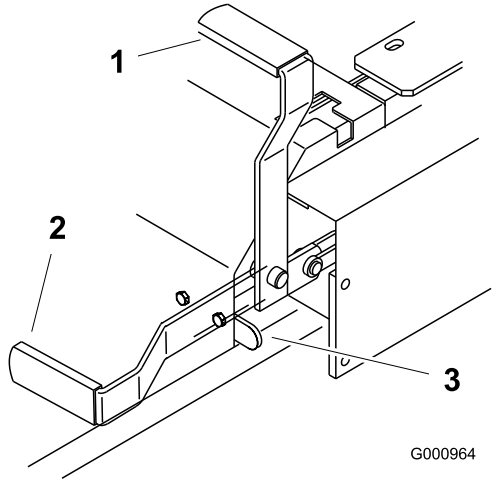

Rysunek 12
2. Pociągnij dźwignię hamulca postojowego do góry i do tyłu, aby załączyć hamulec postojowy (Rysunek 12). Dźwignia hamulca postojowego powinna pozostawać nieruchomo w pozycji ZAŁĄCZONEJ.
Aby zwolnić hamulec postojowy, popchnij dźwignię hamulca postojowego do przodu i w dół (Rysunek 12). Hamulec postojowy zostanie odłączony, a dźwignia znajdzie się na ograniczniku hamulca.